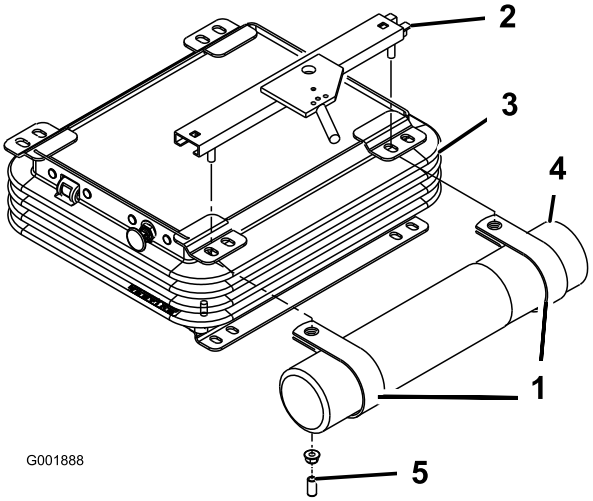

**Figur 7**
2. Ta bort de två muttrarna och vinylhylsorna (om sådana finns monterade) och säkra det övre sätesfästet på sätesupphängningens vänstra sida (Figur 7).
3. Montera R-klämmorna löst på sätesfästets tappar med de två muttrarna som togs bort tidigare. (Figur 7). R-klämmorna ska placeras under sätesupphängningens flikar.
4. Montera röret för bruksanvisningen i R-klämmorna och dra åt muttrarna (Figur 7).